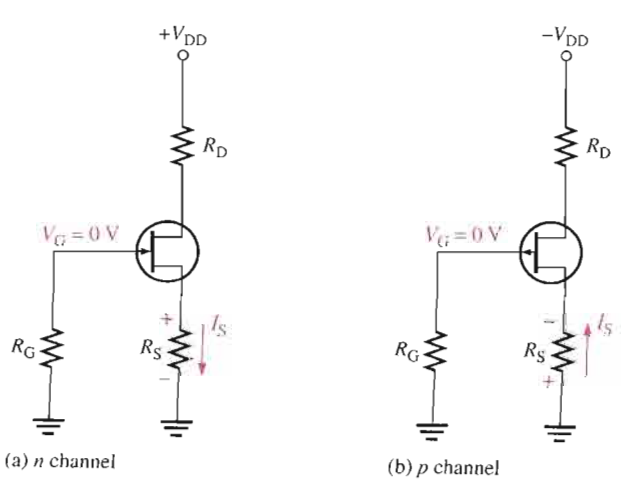

FIGURE 7–16
Self-bias is the most common type of JFET bias. Recall that a JFET must be operated such that the gate-source junction is always reverse-biased. This condition requires a negative V_{GS} for an *n*-channel JFET and a positive V_{GS} for a *p*-channel JFET. This can be achieved using the self-bias arrangements shown in Figure 7–16. The gate resistor, R_G, does not affect the bias because it has essentially no voltage drop across it; and therefore the gate remains at 0 V. R_G is necessary only to isolate an ac signal from ground in amplifier applications, as you will see later.
For the n-channel JFET in Figure 7–16(a), I_S produces a voltage drop across R_S and makes the source positive with respect to ground. Since $I_S = I_D$ and $V_G = 0$, then $V_S = I_D R_S$. The gate-to-source voltage is
For the p-channel JFET shown in Figure 7–16(b), the current through R_S produces a negative voltage at the source, making the gate positive with respect to the source. Therefore, since $I_S = I_D$,
In the following analysis, the n-channel JFET in Figure 7–16(a) is used for illustration. Keep in mind that analysis of the p-channel JFET is the same except for opposite-polarity voltages. The drain voltage with respect to ground is determined as follows:
Find V_{DS} and V_{GS} in Figure 7–17. For the particular JFET in this circuit, the internal parameter values such as g_m, $V_{GS(off)}$, and I_{DSS} are such that a drain current (I_D) of approximately 5 mA is produced. Another JFET, even of the same type, may not produce the same results when connected in this circuit due to the variations in parameter values.
▶ FIGURE 7–17